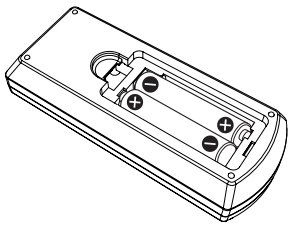

Fig.2
2) Insert batteries and close the cover. (Insert the "⊖" side first.) (Fig. 2)